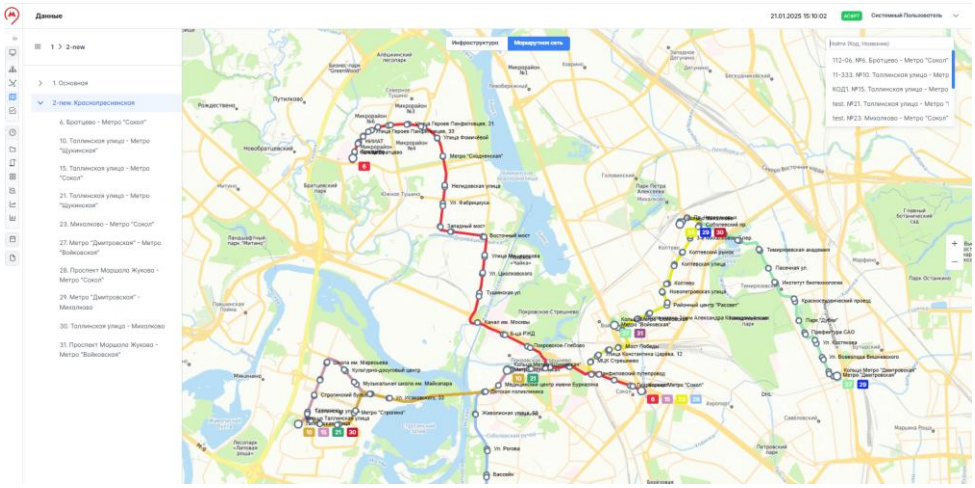

Рисунок 106 – Поиск маршрута
1. Нажать по полю поиска, откроется список доступных маршрутов в формате (рисунок 106):